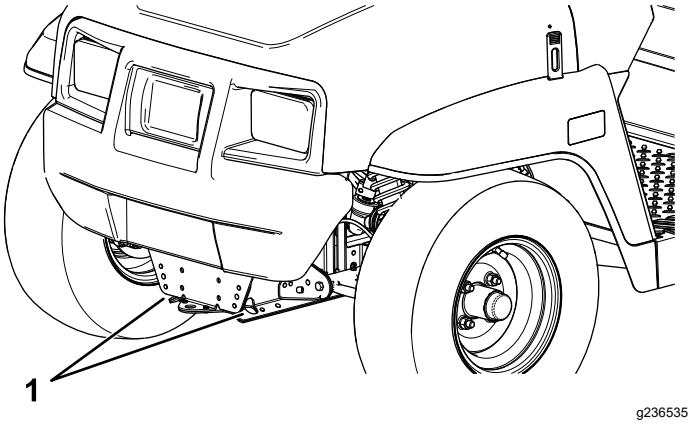
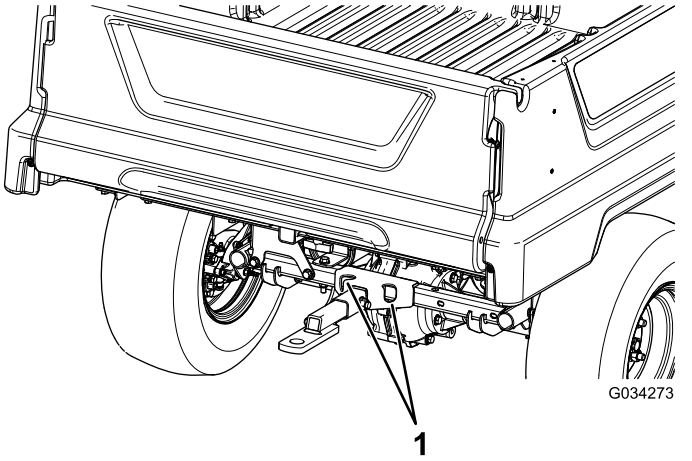

Figuur 21
Figuur 22
Zie Figuur 21 en Figuur 22 voor de plaats van de bevestigingspunten van de machine.
2. Maak een sleepkabel vast aan de sleeplip aan de voorkant van het frame van de machine (Figuur 21).